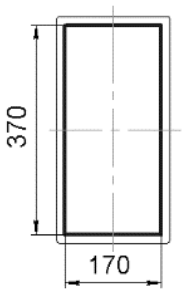

Рис. 1.45
5. Укажите верхнюю грань листа. Она будет выделена зеленым цветом. Создайте эскиз в виде прямоугольника с указанными размерами. Завершите эскиз (рис. 1.45).